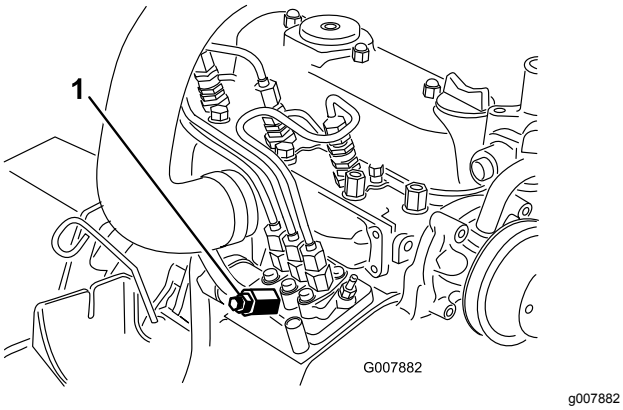

Figuur 36
3. Leg een doek onder de ontluchtschroef op de brandstofinjectiepomp en draai deze open (Figuur 36).